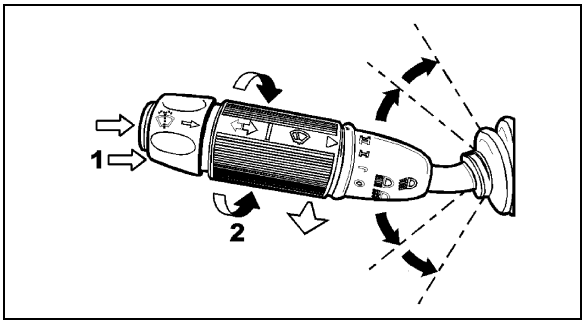

FIGURE 36: MULTIFUNCTION LEVER
Rotate the multifunction lever forward to activate lower windshield wipers (arrow 2, Figure 36). The first position operates the wipers at low speed and the second position operates the wipers at high speed. Turning the lever backwards will operate the wipers in the intermittent mode.
The lower windshield washer pump is electrically operated and is controlled by a washer control ring on the multifunction lever (item 1, Figure 36).